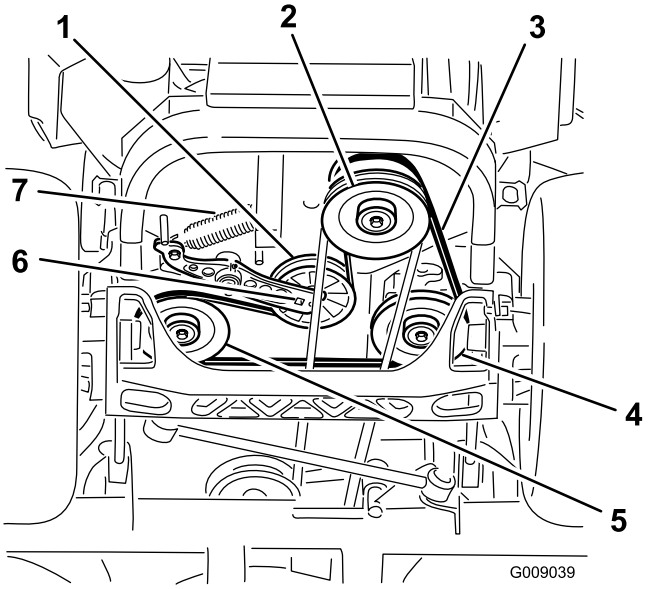

Figur 76
4. Höj upp maskinen och stötta upp den med domkrafter (Figur 76).
5. Använd en spärrhake i det fyrkantiga hålet i mellandrevsarmen för att ta bort mellanremskivfjädern (Figur 76).
6. Kroka av mellanremskivfjädern från ramen (Figur 76).
9. Använd en spärrhake i det fyrkantiga hålet i mellandrevsarmen för att montera mellanremskivfjädern på ramen (Figur 76).